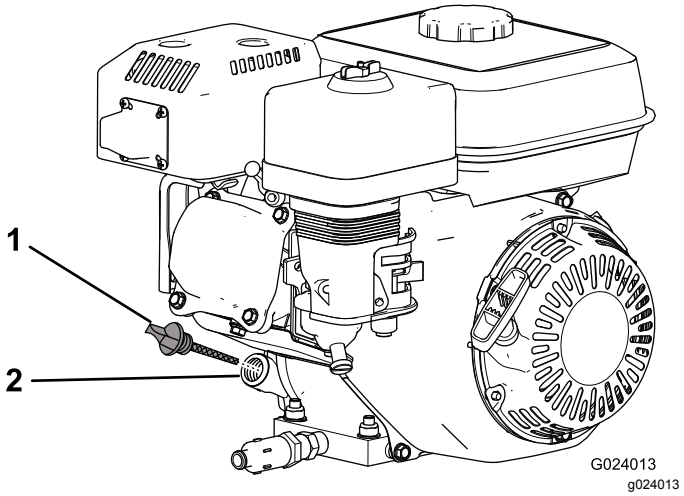

Rysunek 17
2. Wyłącz silnik, odczekaj aż ostygnie i wyczyść obszar wokół korka wlewu/wskaźnika prętowego oleju (Rysunek 17).